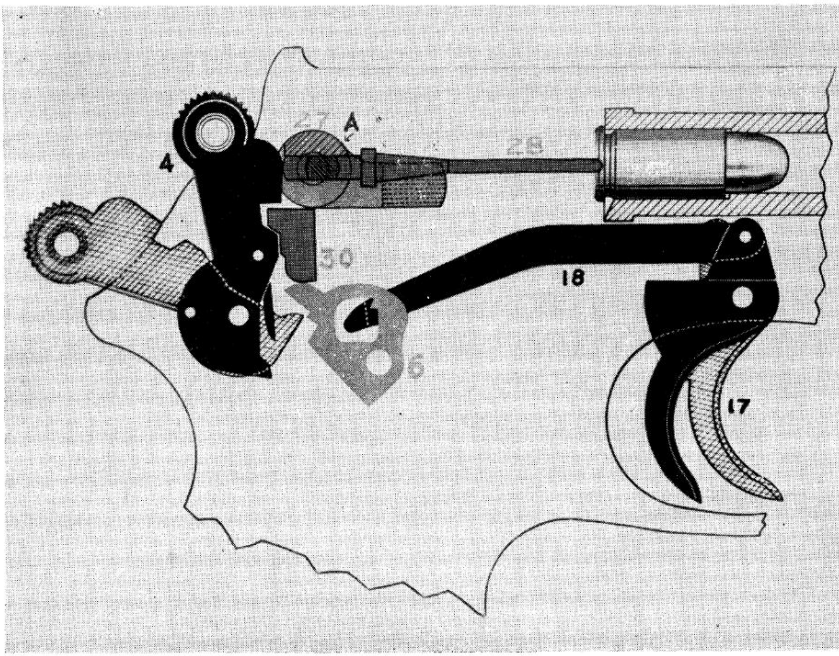

FIGURE 2. POSITION OF PARTS, PP AND PPK SYSTEMS.
With the pistol cocked and chamber loaded (Figure 2) the trigger (17) has been squeezed back by the trigger finger. As the trigger pivots on its pin, it draws the attached trigger bar (18) forward on the right hand side of the action. The tip of the curved trigger bar has a tit which passes through the shaped hole in the sear (6).